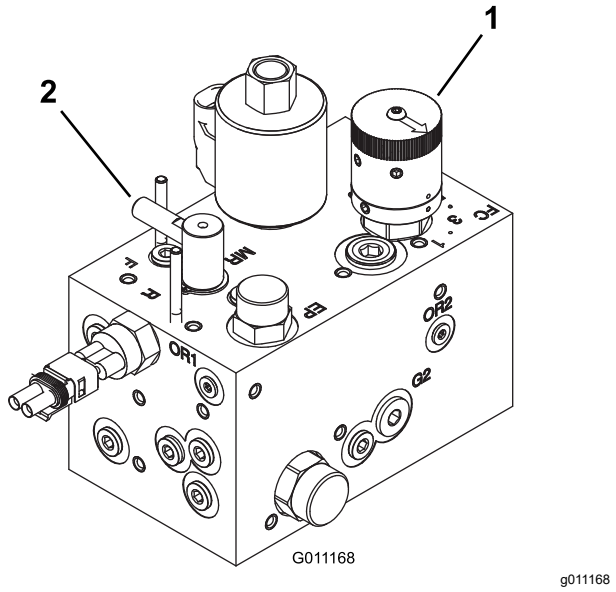

Figur 78
3. Drei slipekontrollen til slipestilling (R). Drei spolen for spolehastighet til posisjon 1 (Figur 78).